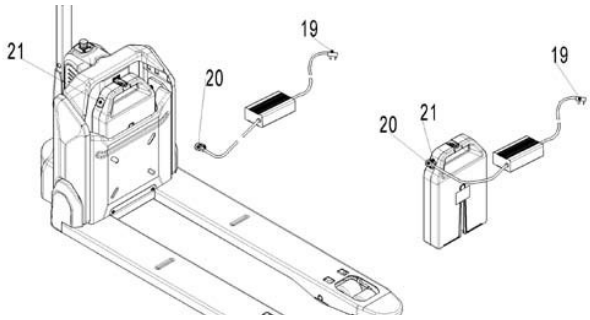

Abb. 10: Aufladung
Schritt 3: Schalten Sie den Elektro-Hubwagen aus und schließen Sie den Ladestecker (Pos. 20, Abb. 10) an die Ladeöffnung (Pos. 21, Abb. 10) der Batterie an. Das Ladegerät beginnt mit dem Laden des Akkus, wenn der Ladestecker (Pos. 19, Abb. 10) an das Stromnetz angeschlossen ist.
Schritt 5: Nach Beendigung des Ladevorgangs den Stecker (Pos. 19, Abb. 10) aus der Steckdose ziehen und in die dafür vorgesehene Tasche stecken.